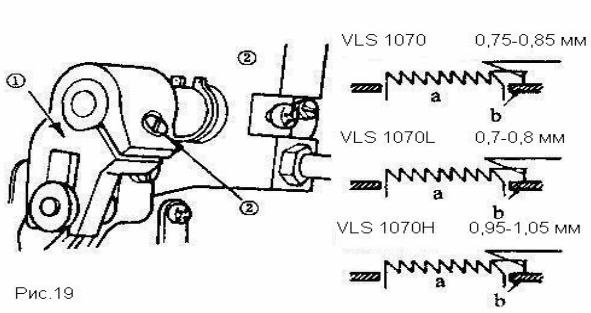

Рис.19
1. Для выполнения регулировки, ослабьте два установочных винта(2) и (3) на эксцентриковом кулачке двигателя ткани (1), выберите соответствующую позицию эксцентрикового кулачка и снова затяните винты.
13. ВЫСОТА ЗУБЧАТООГО ТРАНСПОРТЕРА ДВИГАТЕЛЯ ТКАНИ (рис. 19).